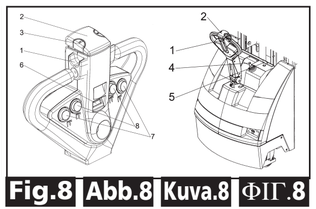

Fig.8 Abb.8 Kuva.8 ΦΙΓ.8
1) INTERRUPTEUR GÉNÉRAL (REF.8) 2) ÉLECTROFREIN (REF.14) 3) VALVE POUR LIMITER LE FLUX (REF.12) 4) VALVE DE PROTECTION MAXIMUM 5) PROTECTIONS CONTRE LES CHOCS: elles servent à protéger la roue motrice (ref. 2) des chocs, ainsi que les roues latérales stabilisatrices (ref. 10) et les rouleaux de charge antérieurs (ref. 15); en cas d'accident les pieds et la charge sont donc sauvegardés. 6) TATEUR "HOMME MORT" (REF.2/fig.8): c'est un interrupteur de sécurité situé sur le gouvernail de guide et il protège le conducteur des collisions en marche arrière. 7) PROTECTION MAINS (REF.16,).
Pour soulever et abaisser les fourches il est suffisant d'agir sur le levier de commande du groupe motopompe (ref. 3/fig. 1) qui envoie l'huile hydraulique du réservoir vers le cylindre de soulèvement. Si le chariot est équipé de double commande d'élévation, la montée/descente des fourches peut aussi être actionnée à l'aide des boutons se trouvant sur le groupe commande timon (réf. 7-8/fig. 8) L'énergie nécessaire au travail effectif est fournie par la batterie (ref. 13/fig. 1). Dans l'installation hydraulique deux valves de sécurité sont installées: